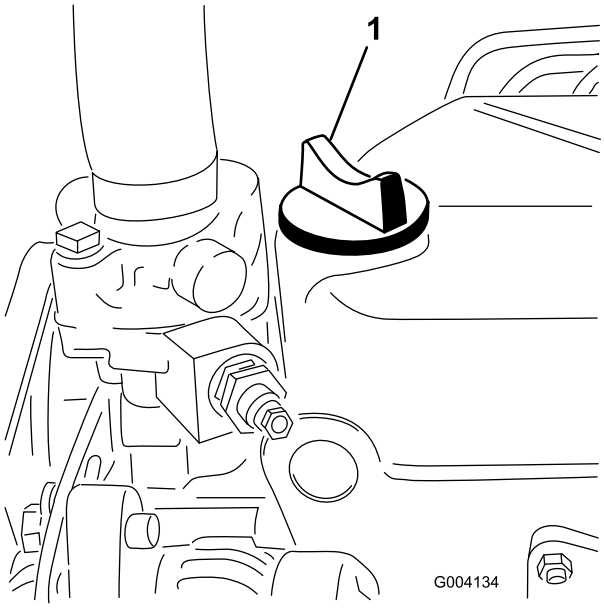

Figuur 24
5. Als het oliepeil beneden de Vol-markering staat, verwijdert u de vuldop (Figuur 24) en vult u bij met olie totdat het oliepeil de Vol-markering op de peilstok bereikt. **Niet te vol vullen.**